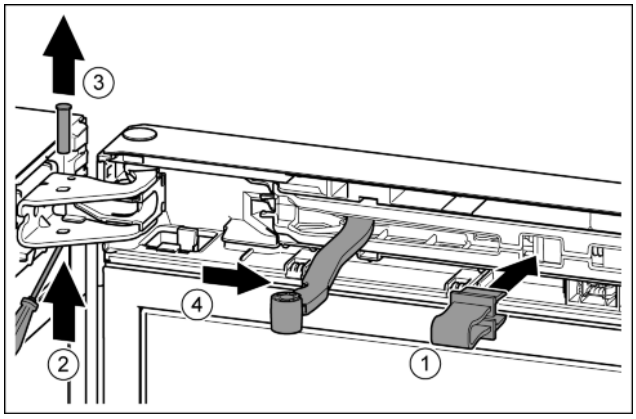

Fig. 13
▶ Engage the safety device in the opening. *Fig. 13 (1)*
▶ Undo the bolt with a T15 screwdriver. *Fig. 13 (2)*
▶ Remove the bolt in an upward direction. *Fig. 13 (3)*
▶ Turn the hinge in the direction of the door. *Fig. 13 (4)*